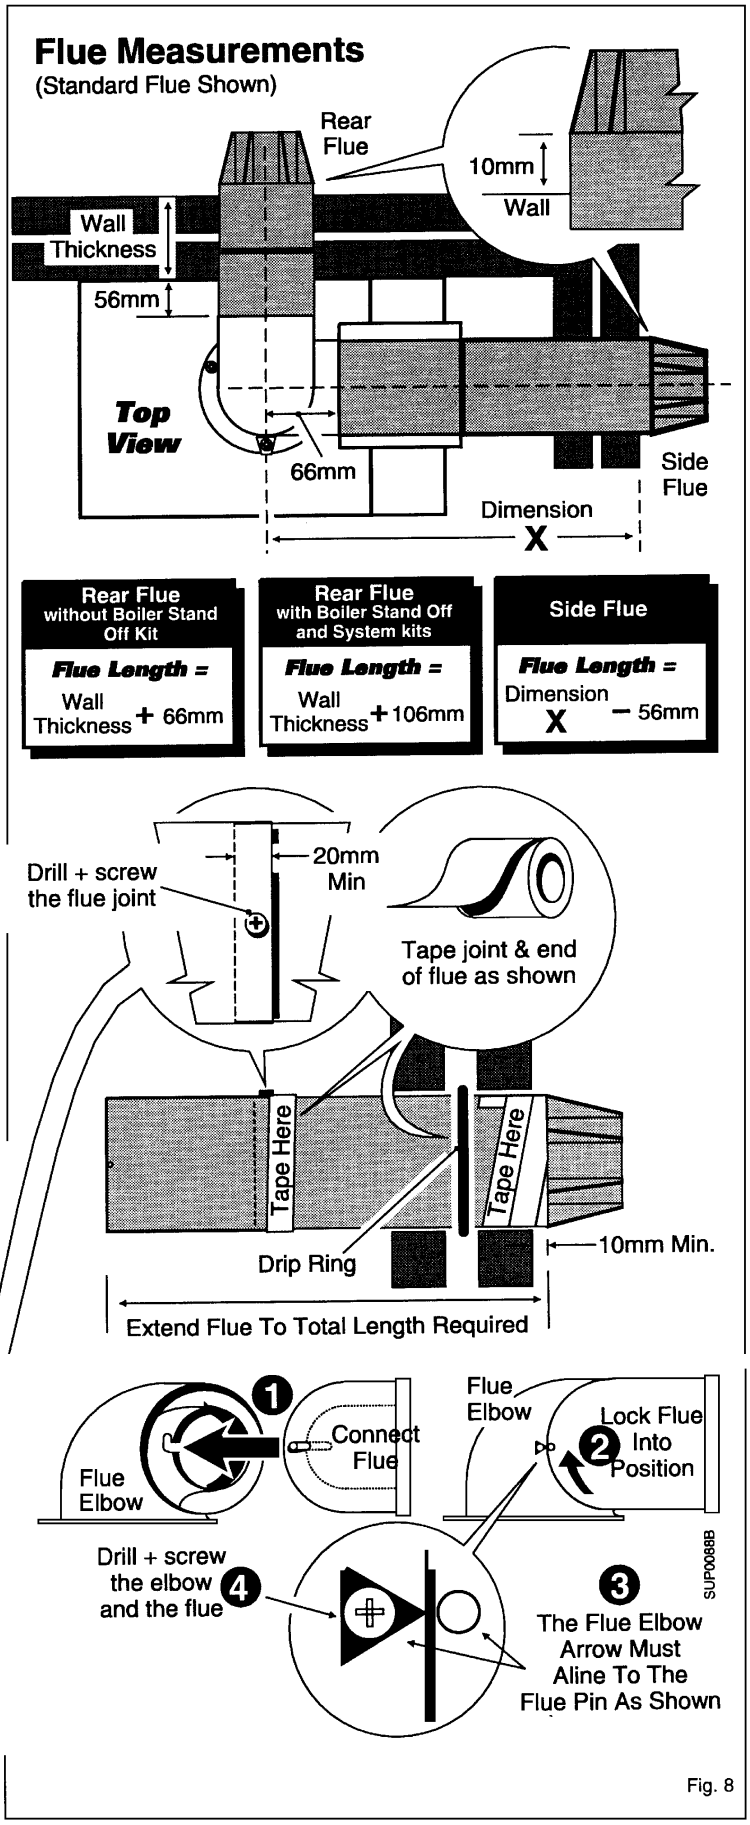

Fig. 8
6. Mark the flue hole, remove the template and carefully cut the flue hole through the wall. See fig.8 for Side Flue.